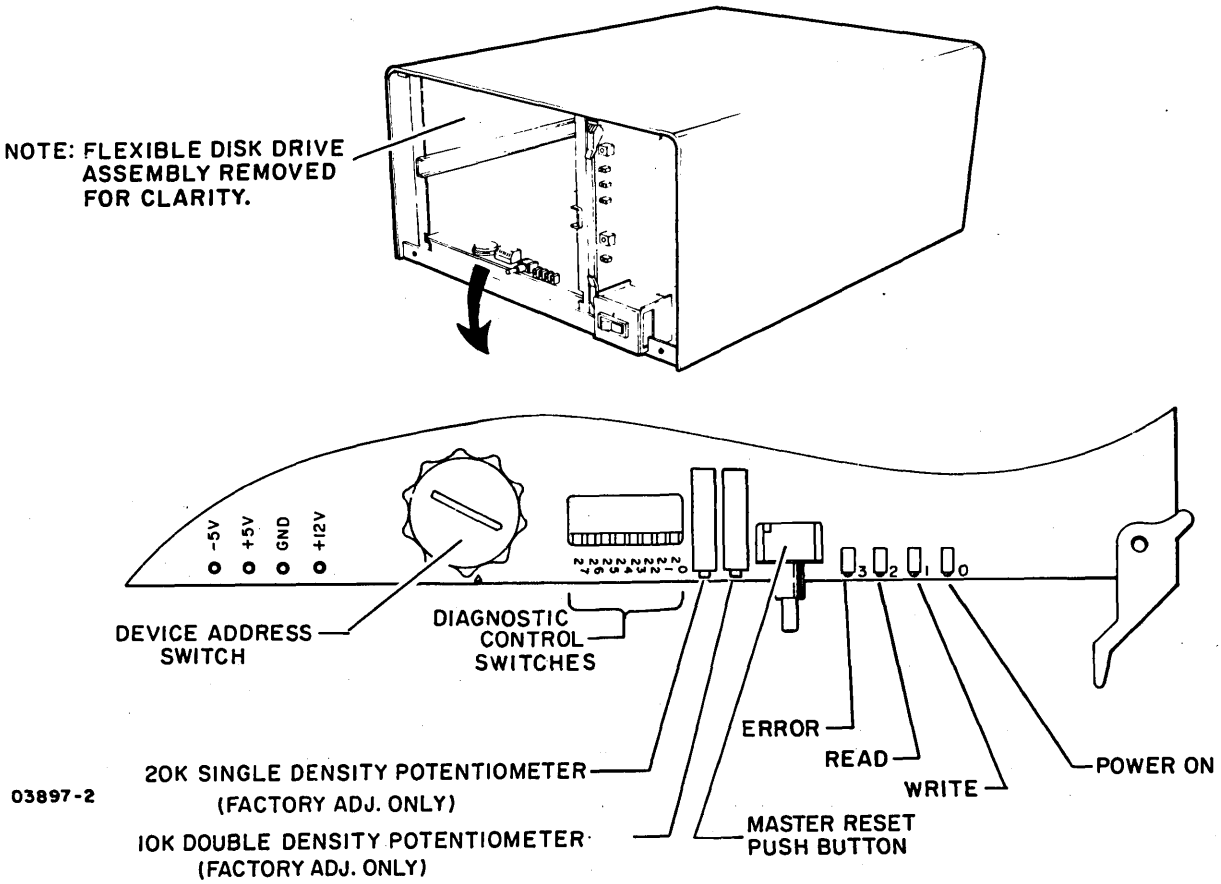

Figure 3-2. Controller Board Switches and Indicators
4. This step applies to master flexible disk units only. Remove front panel of unit (procedure 3) and locate switches at front of controller board (figure 3-2).
2. Observe four LEDS at front of controller board (figure 3-2). Immediately after turning power on (at start of diagnostic test execution) all four LEDs are turned on for a short period of time as an LED test. As the self-test diagnostic executes, the lower three LEDs indicate which test is in process. LED 2^3 lit indicates a diagnostic test error. Note that with no flexible disk installed, LEDs 2^0, 2^1, and 2^2 should be lit and LED 2^3 should be unlit indicating that diagnostic is at test 7 but drive is not ready.